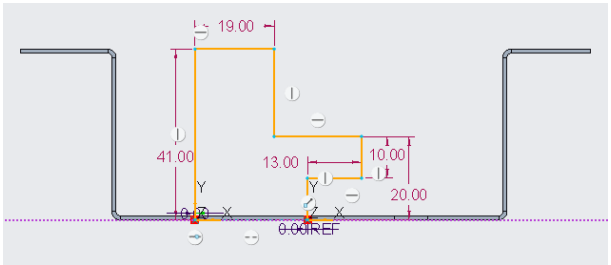

Figure 14-94 *The sketch for the flat feature*
3. Choose the **Shape** tab to display the slide-down panel and click on the **Sketch** option. Draw the sketch for the flat feature, as shown in Figure 14-94.